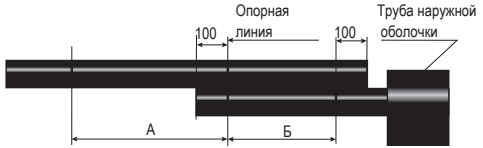

Рисунок 1
4.5 На п/э рукав (на рисунке не показан) надеть трубу наружной оболочки (рисунок 1).